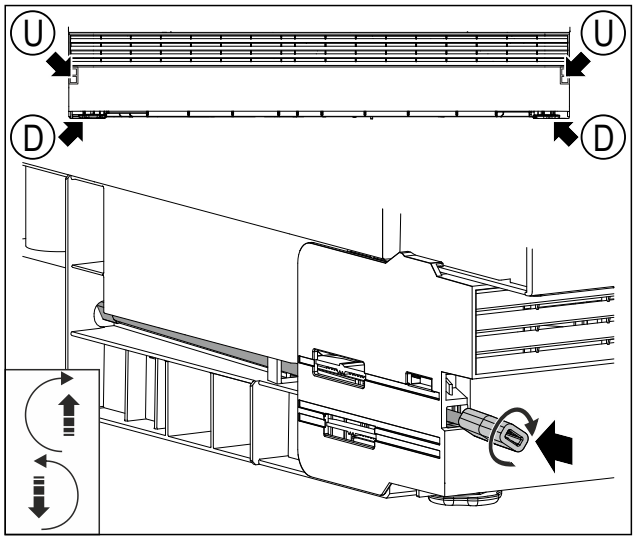

Fig. 46 Example illustration
▶ Insert the rod with the adapter piece into the opening *Fig. 46 (U)*.